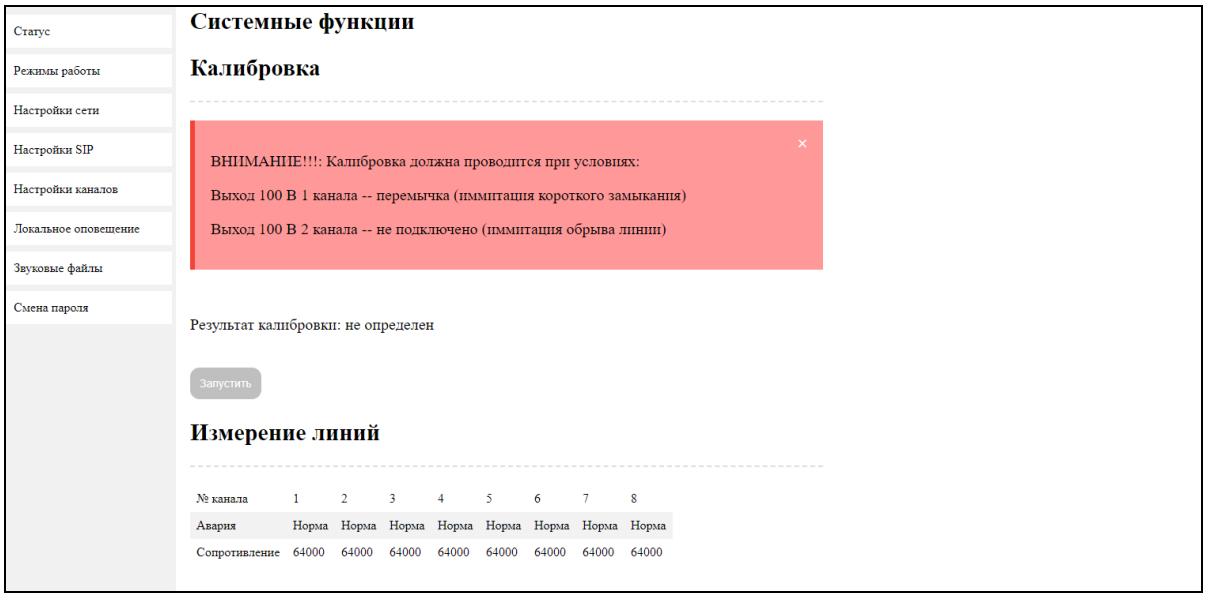

Рисунок 6
3) В веб-интерфейсе перейдите на вкладку «Сервис» и запустите калибровку, см. Рисунок 6.